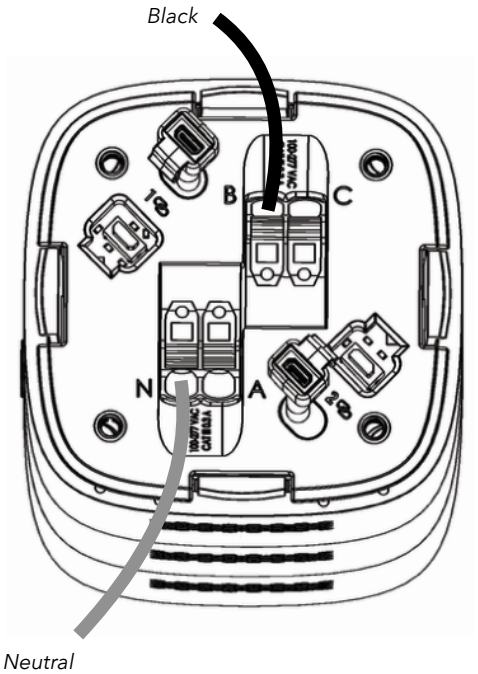

Fig 24
- Single Phase Panel. *Fig 24.*